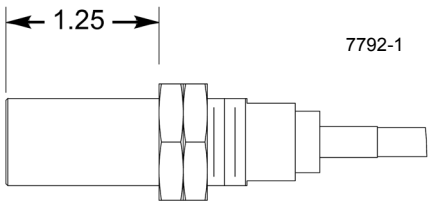

FIGURA 5-8
1. Gire as duas contraporcas no sensor de rotação do tambor para obter um comprimento de rosca instalado de 1.25 pol. (31 mm) medido desde a parte inferior do sensor até a parte inferior da contraporca (Figura 5-8).